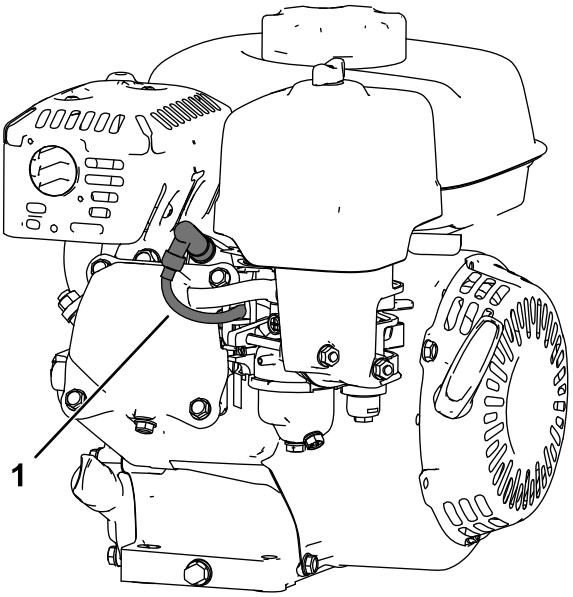

Figur 27
5. Frakobl tændrørskablet (Figur 27).